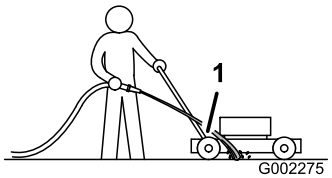

Figuur 28
3. Houd de tuinslang ter hoogte van de handgreep en richt de waterstraal op de grond, net vóór het rechter achterwiel (Figuur 28).